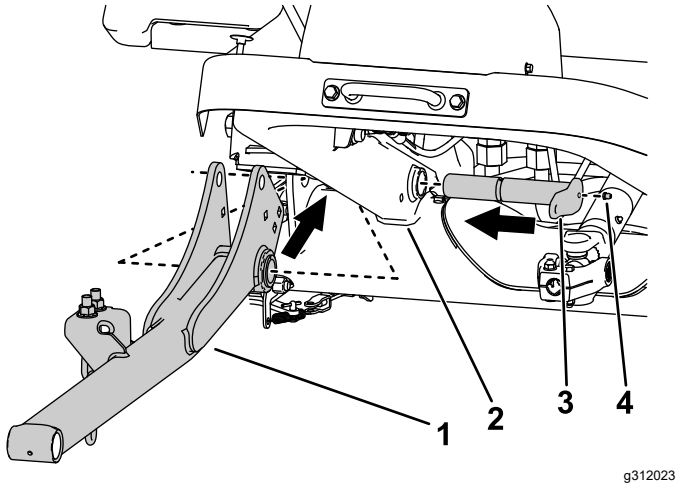

Figuur 5
2. Gebruik 2 grote pennen om de hefarmen aan het machineframe te monteren (Figuur 5).
3. Monteer de smeernippels aan de grote pennen (Figuur 5).